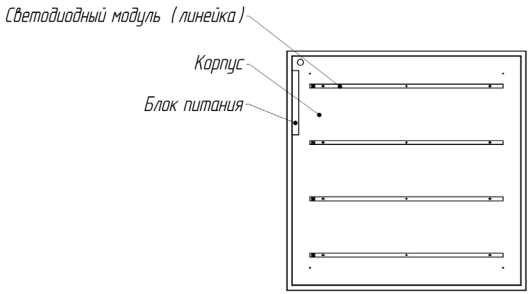

Рисунок 2. Составные части светильника.
3.2. Светильник Geniled состоит из основных частей (см. рисунок 2):